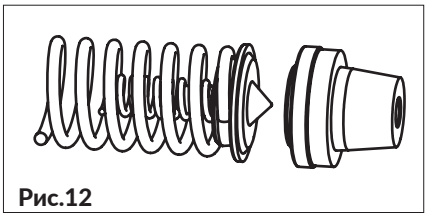

Рис.12
- извлечь большую пружину и блок регулирующий клапан/маленькая пружина (рис. 12);